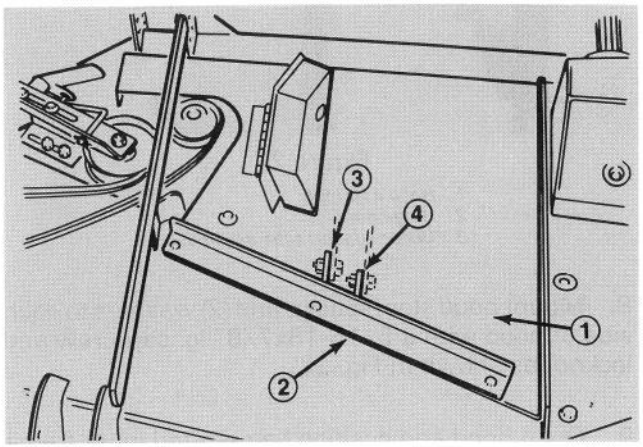
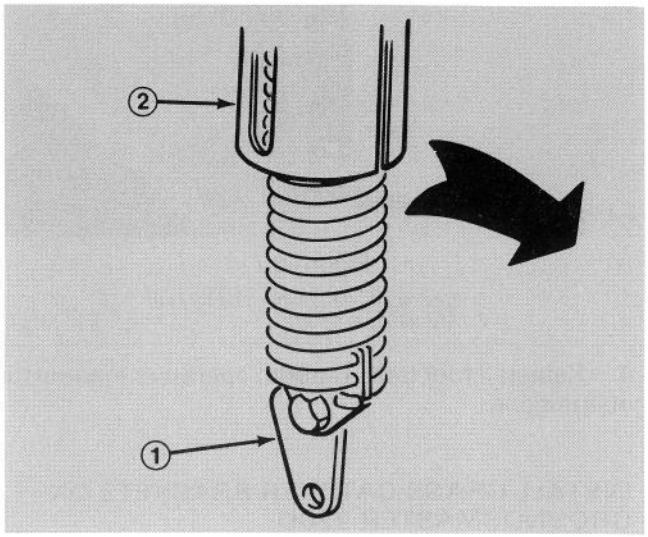

Figure 14
Figure 15
5. Install new belt cover and spring bracket to cutting unit (Fig. 14). Front of cover and bracket are secure to deck with (3) 1/4-20 x 3/4" lg. capscrews. Rear of cover to be secured with capscrews previously removed.
6. Mount spring end to spring bracket with shoulder bolt and flangenut previously removed. On units with knob adjust counterbalance spring, the knee link bracket must be removed and reinstalled with the top hole of the knee link bracket towards the front of the cutting unit (Fig. 15). Be sure to mount counterbalance spring to connect tab on cutting unit spring bracket (Fig. 14).